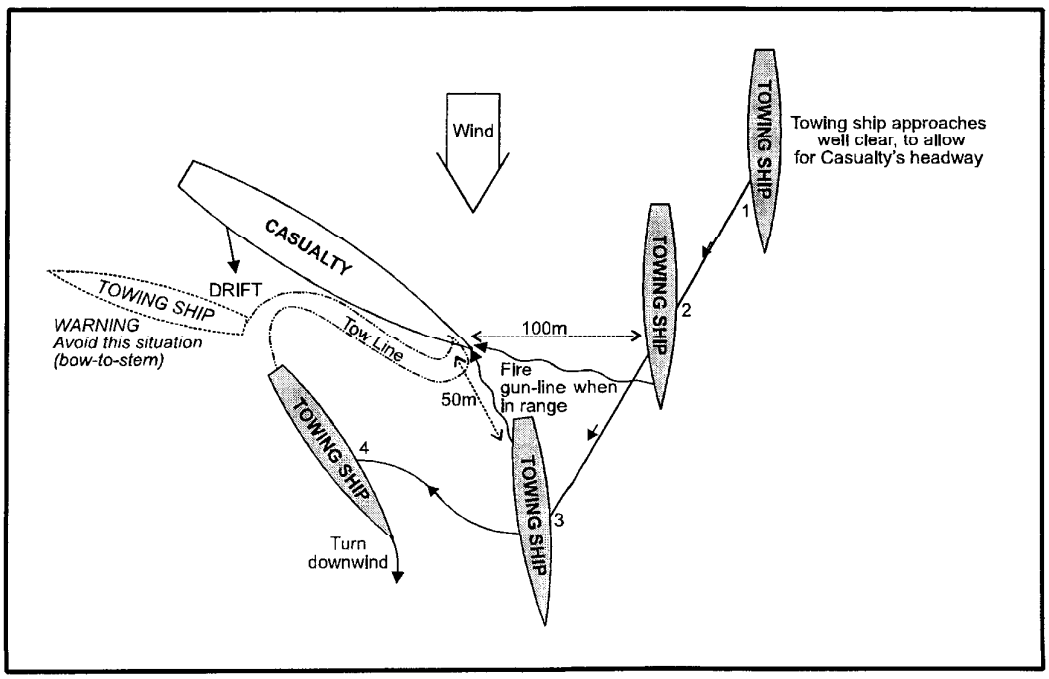

Fig 5-11. Downwind Approach to Casualty with Wind Abaft the Beam
- The approach is made directly downwind (not at 90° to the *Casualty's* heading) - see Fig 5-11.